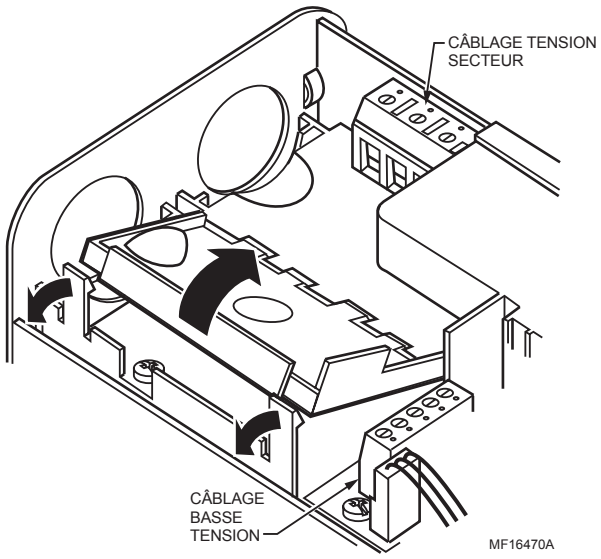

Fig. 5. Ouverture du compartiment de câblage basse tension du ML7999.
2. Ramener vers l'arrière les agrafes de fixation pour ouvrir le compartiment basse tension. Voir la Fig. 5.